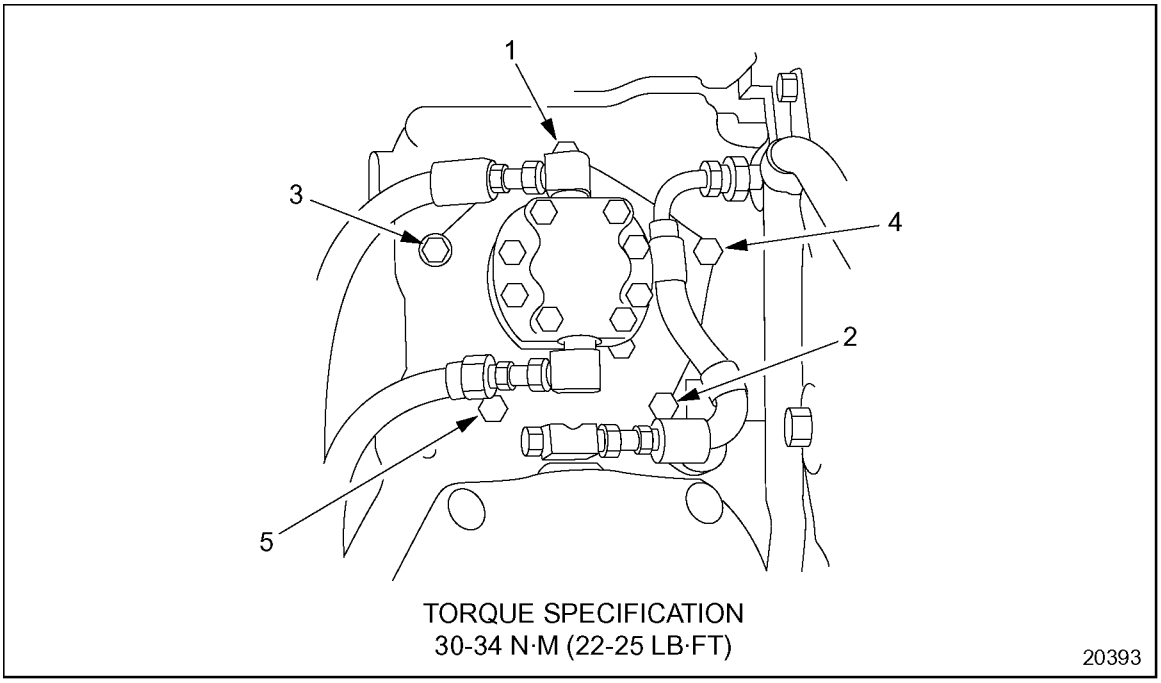

Figure 2-72 Fuel Pump Drive Assembly Torque Sequence
5. Install the fuel drive bolts and torque to 30-34 N·m (22-25 lb·ft) using the torque pattern shown. See Figure 2-72.